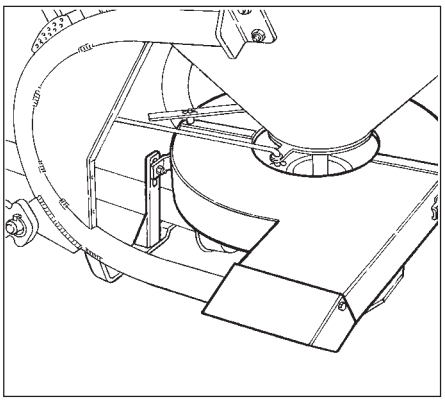

Fig.15
- Appareil pour épandage localisé (Fig.15)